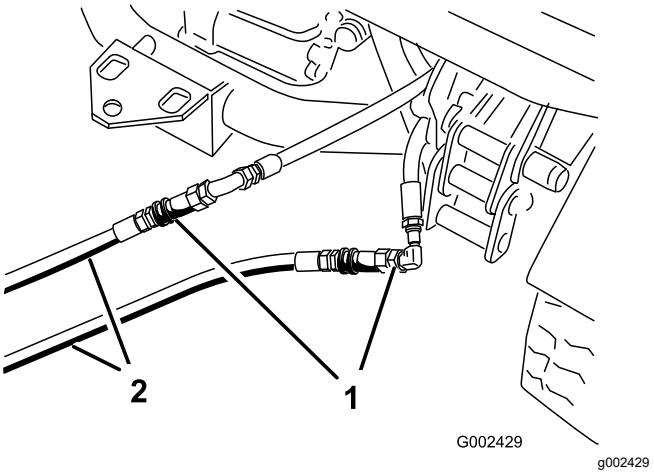

**Figur 75**
3. Koppla ihop de båda startslangarna med slangarna som kopplades bort på den maskin som är ur funktion (Figur 75).